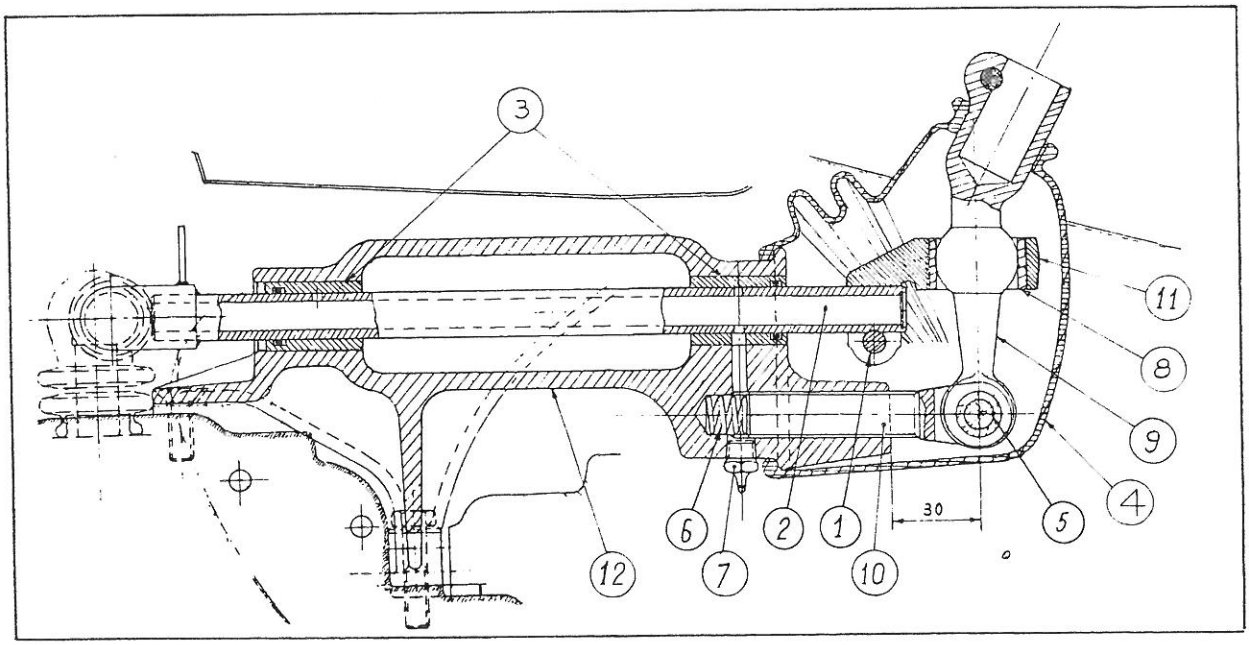

Fig. 034/1 - Supporto comando cambio
(Per i riferimenti ved. fig. 034/1)
— Rimontare le parti smontate con operazioni inverse allo smontaggio, avendo cura di regolare la sporgenza della forcella inferiore (10) come mostrato in fig. 034/1, (30 mm. dal cen-